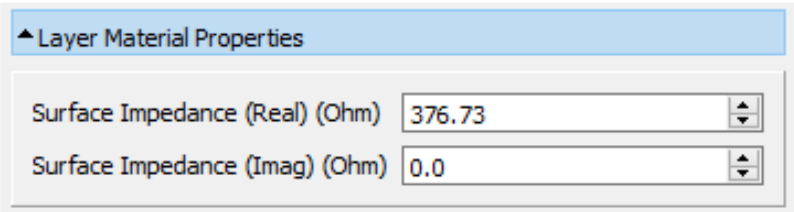

Рис. 1.36. Поверхностные характеристики материала в слое
***Coating Type = Single layer dielectric*:** Этот тип покрытия - один диэлектрический слой с заданными свойствами (рис. 1.36).